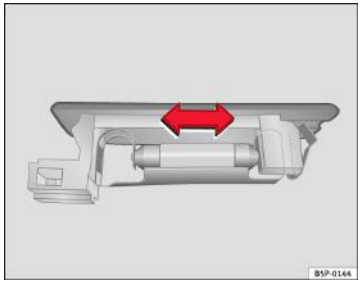

Fig. 177 Lampa din portbagaj
– Apăsați becul în lateral şi scoateți-l din carcasă ⇒ fig. 177. ■